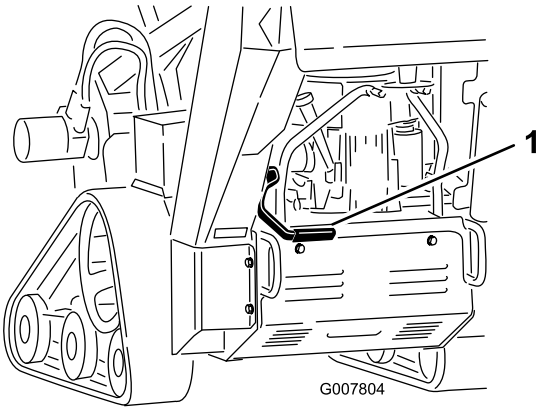

Figur 15
- Lägg i parkeringsbromsen genom att föra bromsreglaget bakåt och uppåt (Figur 15).
- Lägg ur bromsen genom att föra reglaget bakåt och nedåt (Figur 15).